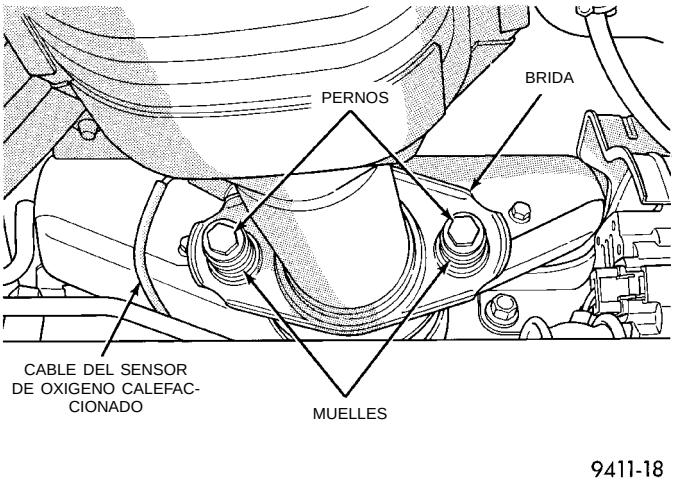

Fig. 8 Conexión del convertidor catalítico con el tubo múltiple de escape
(5) Al retirar el tubo de escape, levante la parte trasera del vehículo para aliviar de peso de la carrocería en la suspensión trasera, a fin de que exista luz entre el tubo y los brazos laterales.
(6) Retire los pernos que fijan el convertidor catalítico al tubo múltiple de escape (Fig. 8).
(1) Monte el convertidor catalítico en la conexión de la articulación de rótula del tubo múltiple de escape (Fig. 8).
(2) Monte el tubo de escape en el convertidor catalítico, y el soporte en la parte inferior de la carrocería.
(3) Instale el silenciador en el tubo de escape y los soportes en la parte inferior de la carrocería.
(4) Desde la parte delantera del sistema:
(5) Alinee y apriete los pernos de la articulación de rótula que fijan el convertidor catalítico al tubo múltiple de escape (Fig. 8).